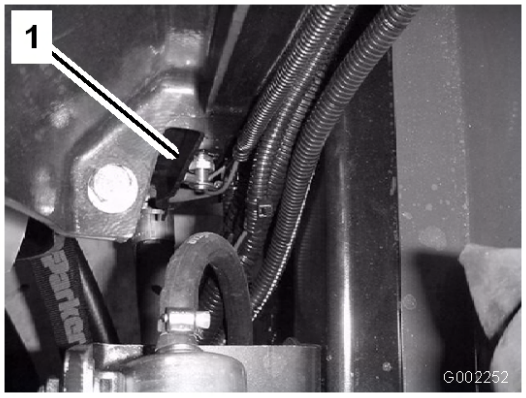

Figur 54
4. Åbn aftapningen (Figur 54), og lad kølervæsken løbe ned i bakken.